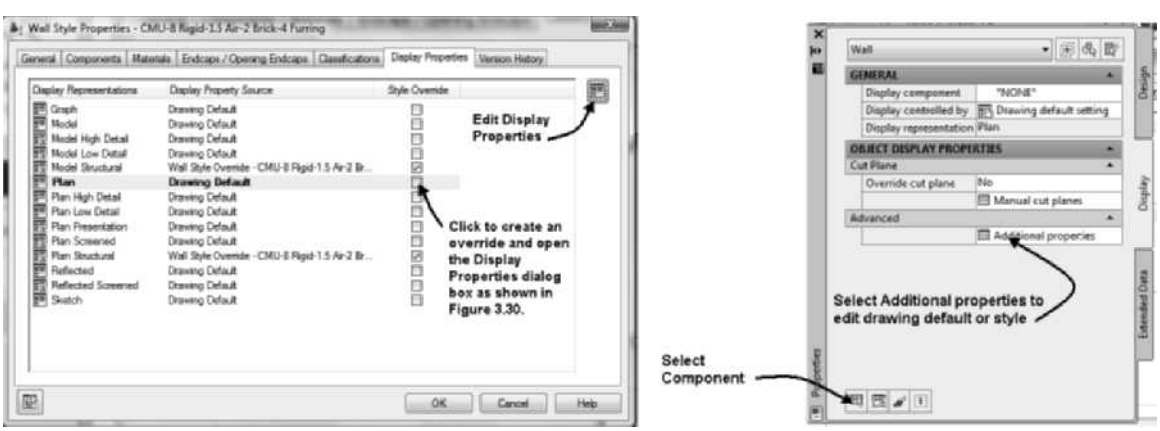
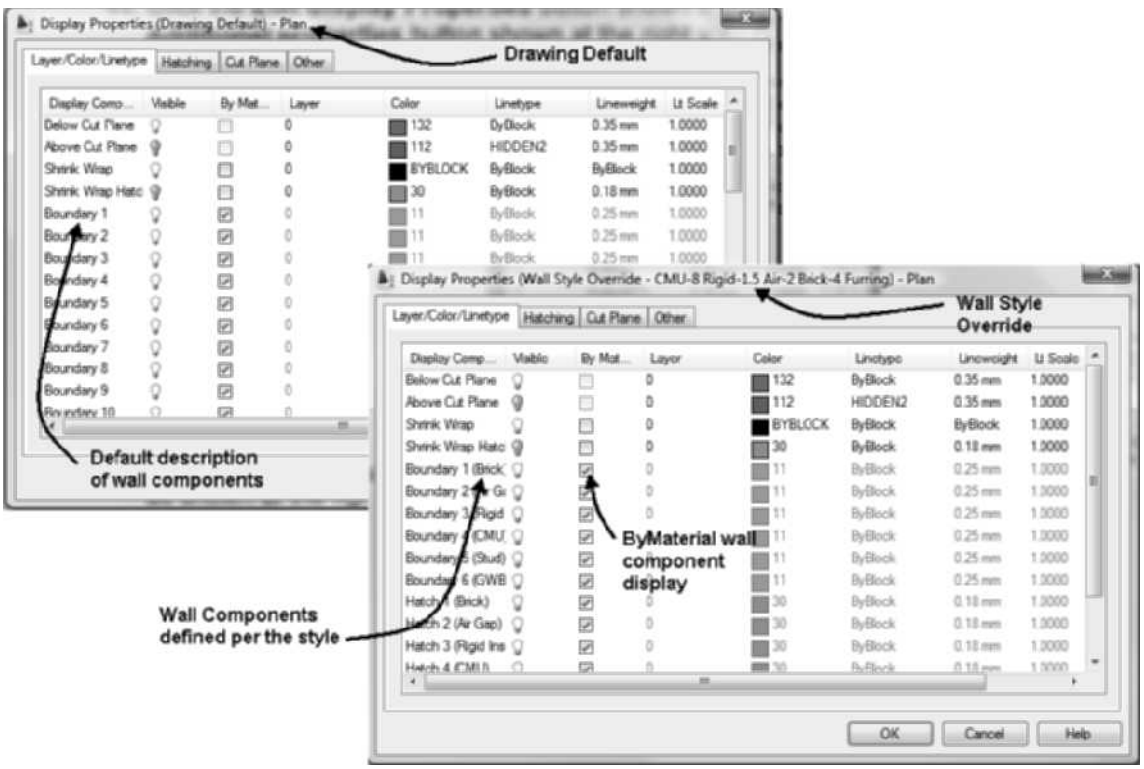

FIGURE 3.27 *Display Properties tab of the Wall Style Properties dialog box*
FIGURE 3.28 *Editing Display Properties*
44. Choose the Display Properties tab as shown in Figure 3.27. The display method for the wall components can be specified for each of the display representations. The display representation that is current in the drawing is shown as bold.
45. Clicking the **Edit Display Properties** button shown in Figure 3.27 shown at the right allows you to access the Display Properties (Drawing Default) Plan dialog box shown in Figure 3.28. This dialog box includes four tabs that describe the default settings of a wall.
47. A display representation can be controlled by a **Style Override** or the **Drawing Default**. In this step, you will create a style override and view the settings of display defined by the wall style. Check the **Style Override** checkbox, and the **Display Properties** (Wall Style Override-CMU-8 Rigid-1.5 Air-2 Brick-4 Furring [CMU-190 Rigid-038 Air-050 Brick-090 Furring]) dialog box opens as shown at the right in Figure 3.28. A **Layer/Color/Linetype** tab of a Style Override defines visibility, color, and linetype for each of the wall components defined by the wall style. Notice that the Display Components are listed by boundary number with the specific component name.
48. The Boundary display components consist of the entities that represent the width of the wall components. In Figure 3.28, Boundary 1 (Brick) and Boundary 2 (Air Gap) are the wall components created as Index 1 and Index 2 on the Components tab. You can turn the display of each component off by turning off the visibility of the component.
50. The Below Cut Plane display component shown in Figure 3.28 consists of the representation of the wall located at an elevation below the cutting plane. The default cutting plane elevation is 3'-6" [1060] for the Medium Detail display configuration defined in the Display Manager. You can alter the global height of the cutting plane by editing the Display Manager. The cut plane height can be defined in the wall style independent of the Display Manager if you override the cutting plane height in the
51. The Above Cut Plane components consist of the component representation at an elevation above the cutting plane. In the dialog box shown in Figure 3.28, the visibility of the Above Cut Plane display component is turned off.